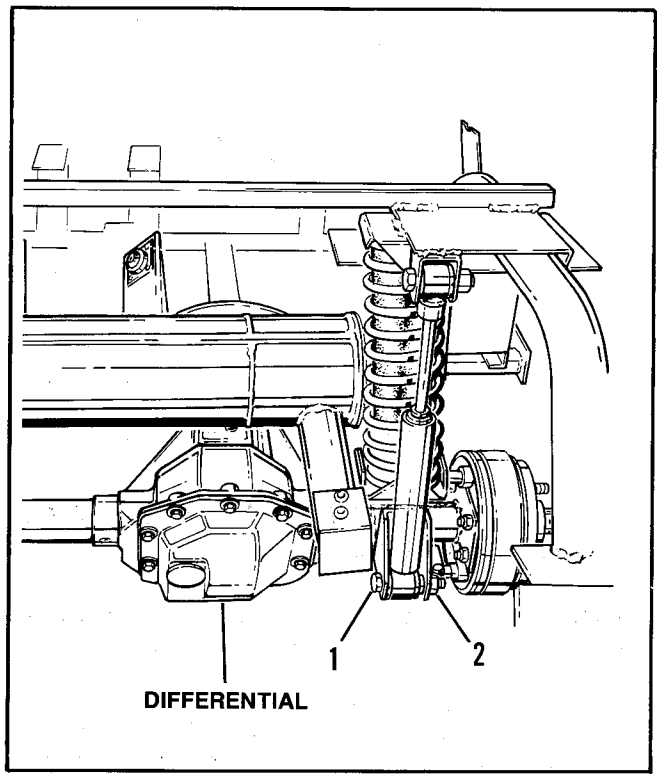

Figure 18 – Differential Removal
Removing Rear Axle and Differential Assembly (Figure 18)
c. Support differential assembly and remove lower shock mounting bolt (1) and nut (2), Figure 18.